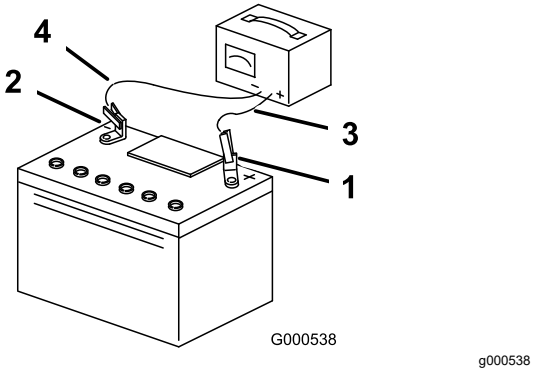

Figura 57
3. Atunci când bateria este complet încărcată, deconectai încărcătorul de la priza electrică, apoi deconectai cablurile încărcătorului de la clemele bateriei (Figura 57).